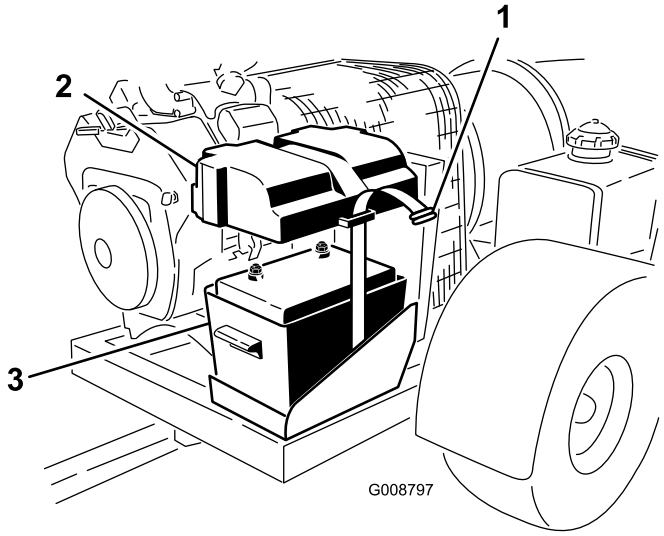

**Figuur 3**
2. Maak de band los waarmee de accu is bevestigd op de accubak (Figuur 3).